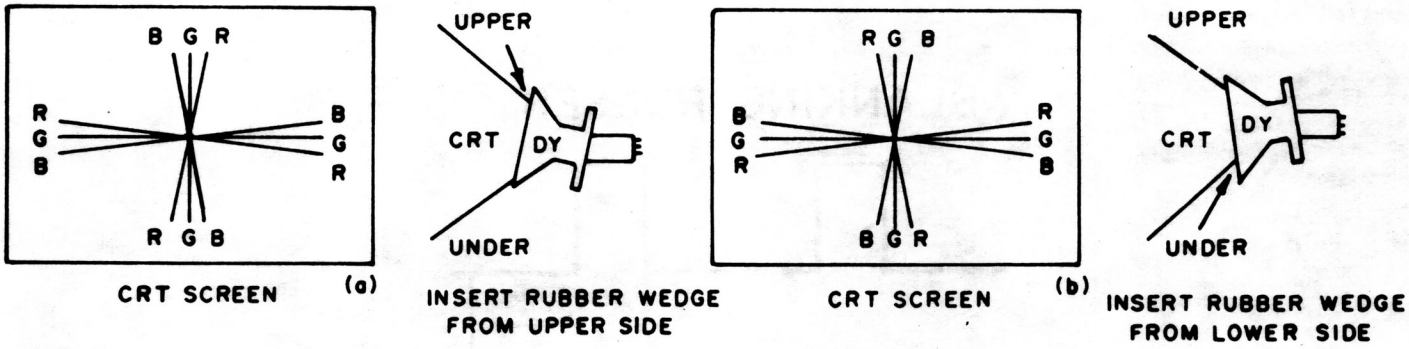

FIG. 8
2 . Insert wedge temporarily and fix the Deflection Yoke so as to obtain the best circumference convergence (See Fig. 8 and 9)
1) Tilting the angle of the yoke up and down adjusts the crossover of both vertical and horizontal red and blue lines. See Fig. 8 (a) and (b).